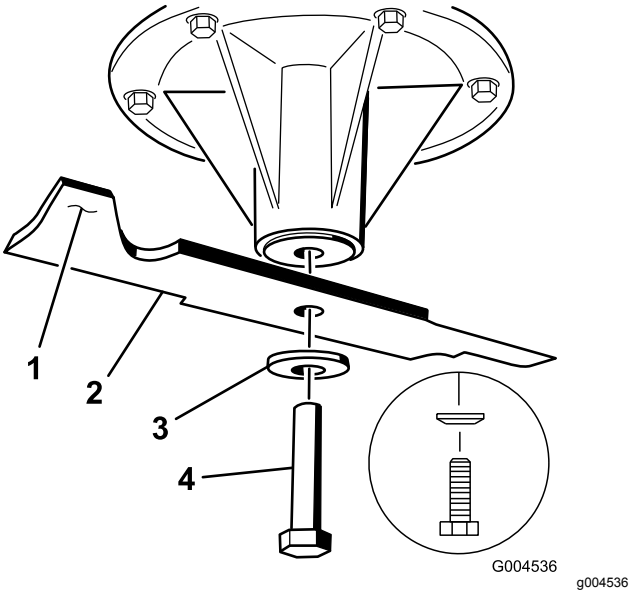

Figur 103
2. Fjern knivbolten, den buede skive og skærekniven fra spindelakslen (Figur 103).